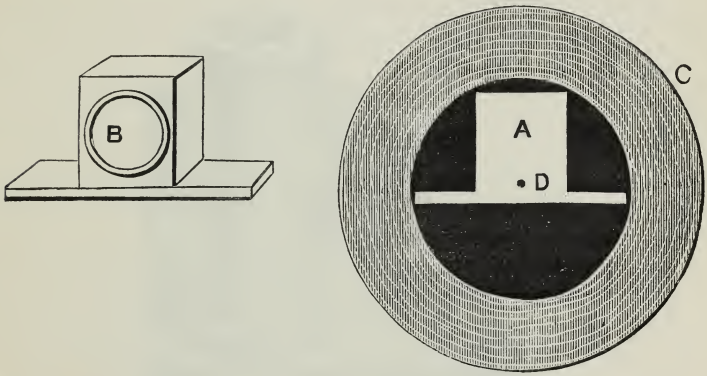

Fig. 84.—Steam Block: Ordinary Form and Mounted in Chuck.
It is quite a mistake to suppose that only circular objects can be satisfactorily worked in a lathe, and it is often advantageous to turn those of cubical form, as it secures the relative positions of the several planes. A set of dice, such as are used for playing backgammon, can easily be turned and made more quickly in this way, if a proper chuck is used, than by filing. A steam block is generally shaped like Fig. 84, p. 185 (B), which can be mounted in an ordinary boxwood chuck, as shown at C, when the centre of rotation is at A, and the piece is fixed by its corners so as to be easily faced up. But here the centre